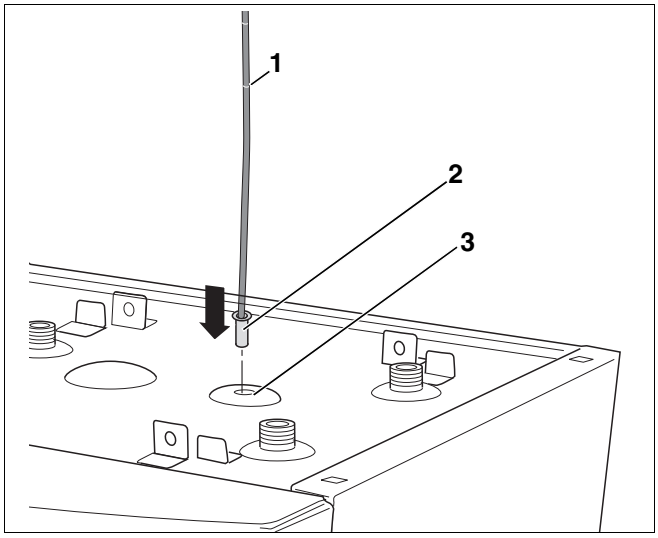

Rys. 10 Montaż czujnika temperatury
- Czujnik temperatury (rys. 10, **poz. 2**) wsunąć do oporu do tulei zanurzeniowej (rys. 10, **poz. 3**).
Czujnik temperatury należy wsunąć przez tuleję zanurzeniową tak głęboko, aby zaznaczenie (rys. 10, **poz. 1**) dla typu S135 względnie S160 kończyło się na krawędzi tulei zanurzeniowej.